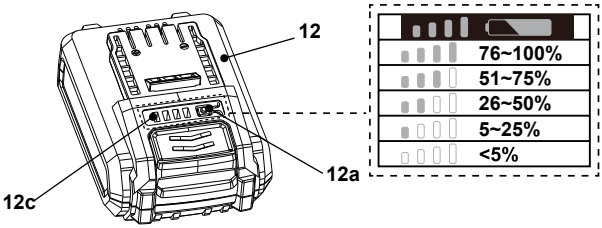

Fig. 4
The battery pack (12) is equipped with the battery capacity indicators (12c) which are used to give an indication of the battery pack's remaining capacity. Press the battery capacity button (12a) to check battery capacity (Fig. 4). The LEDs will stay lit for approximately 5 seconds.